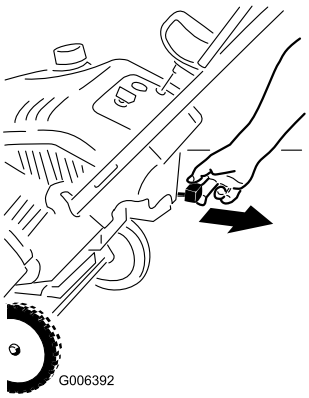

Figur 14
2. Trekk ut choken (Figur 14).